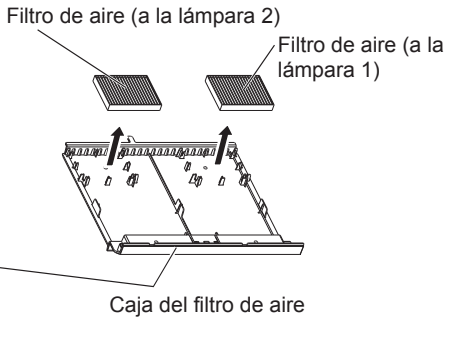

Figura 3
3) Saque el filtro de aire de la caja del filtro de aire. (Figura 3)